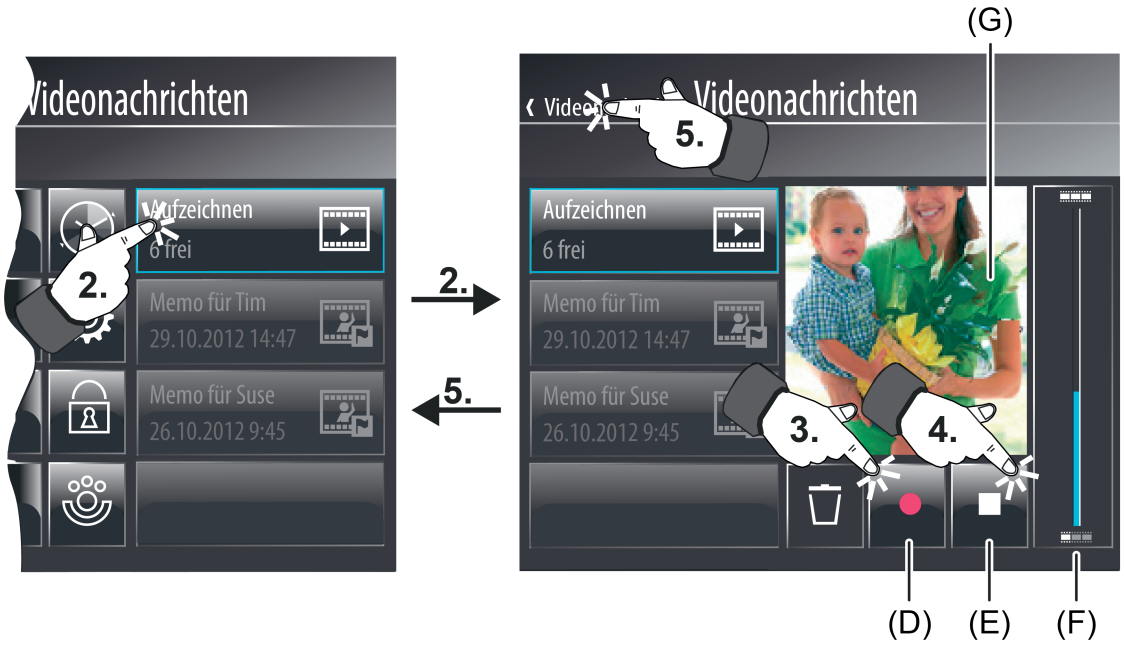

Bild 115: Beispiel für eine Anzeigeseite des Video-Aufzeichnungsmodus
Durch Drücken der Anzeige- und Bedienfläche "Aufzeichnen" (2.) verzweigt die Anzeige zum Aufzeichnungsmodus (Bild 115). Dort ist es möglich, neue Videonachrichten aufzuzeichnen. Zum Starten einer neuen Aufzeichnung kann die Bedienfläche "Aufnahme" (D) gedrückt werden (3.). Das Gerät beginnt danach sofort mit der Aufzeichnung. Der Anzeigebereich (G) zeigt während der Aufnahme ein Live-Video. Der Bargraph (F) zeigt zudem die bislang verstrichene Aufnahmezeit an. Es sind Aufnahmen mit einer maximalen Länge von 1 Minute möglich. Eine Aufnahme kann angehalten werden durch Drücken (4.) der Bedienfläche "Stopp" (E). Alternativ wird eine Aufnahme automatisch beendet, wenn die maximale Aufnahmezeit erreicht worden ist.